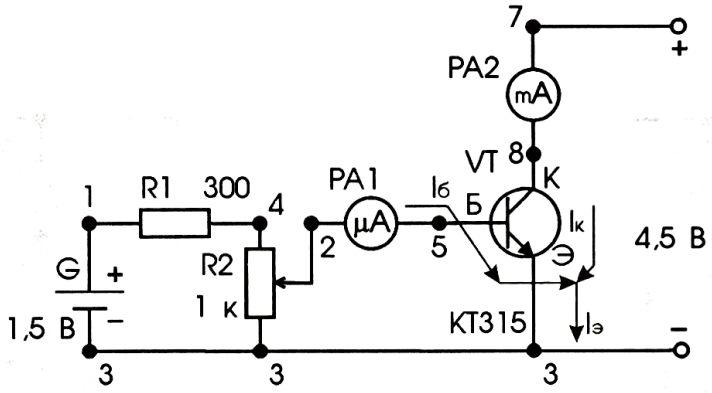

Рис. 3
1. Соберите электрическую схему по рис. 3, которая отличается от предыдущей полярностью включения источников питания и измерительных приборов.